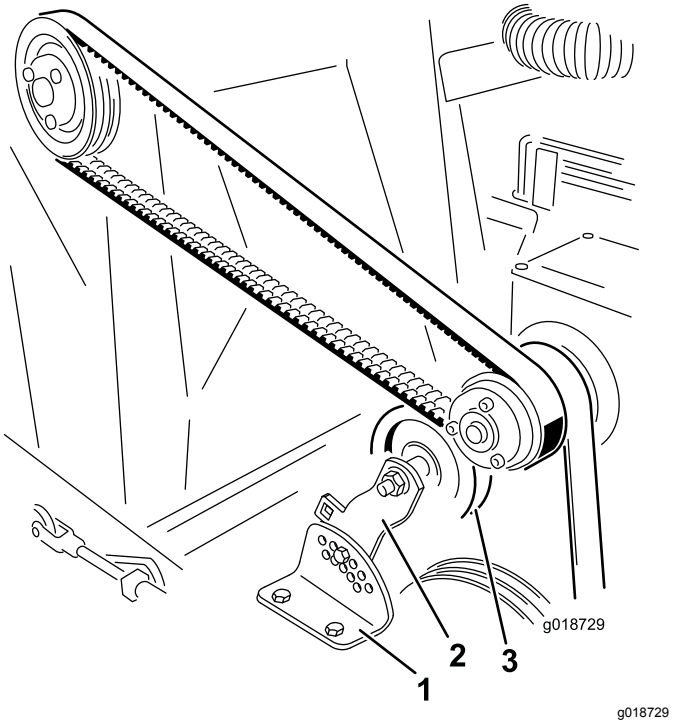

Figura 23
2. Rimuovete il dado e il bullone che fissano la staffa della puleggia tendicinghia alla staffa di regolazione della tensione (Figura 23).